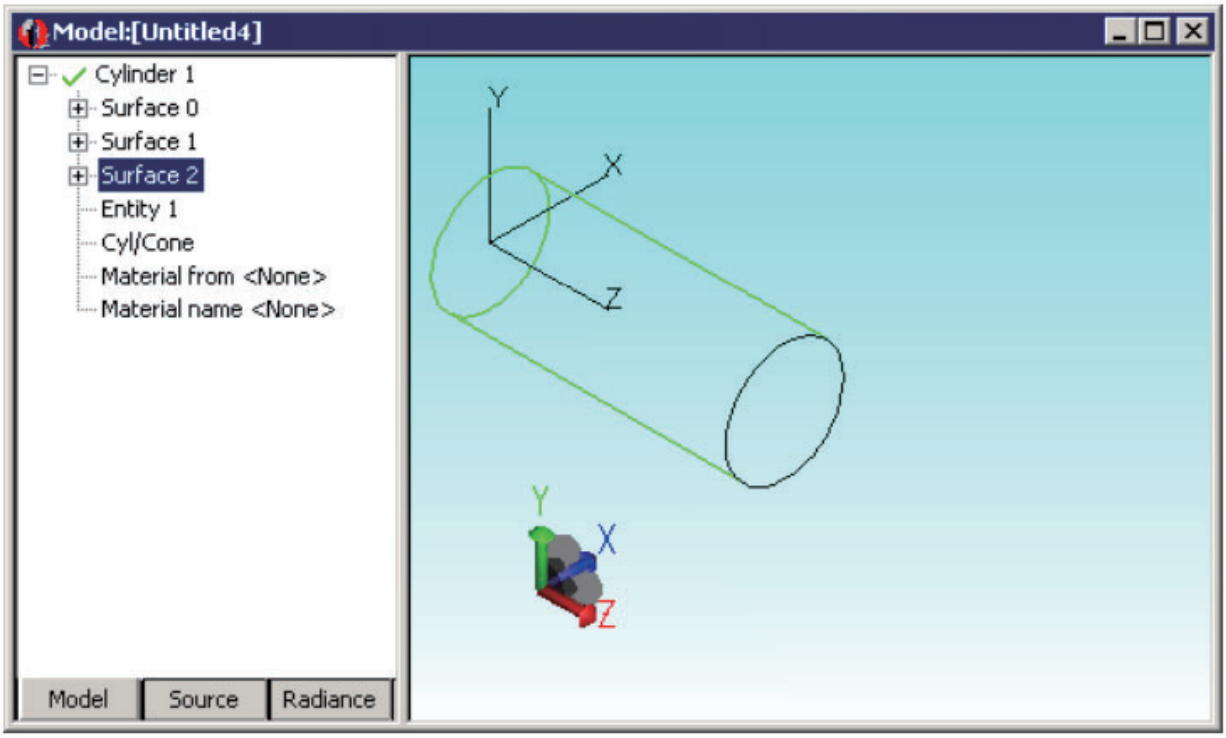

FIGURE 9.31 - Cylinder
5. 図 9.31 に示すビューを取得するには、**[ビュー | ビューを選択 |iso 1]** を選択します。